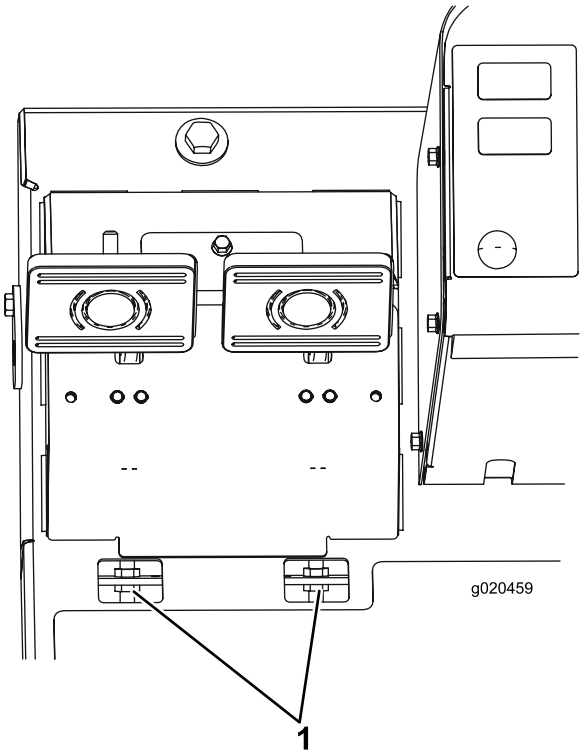

Figuur 68
B. Draai de voorste moer op het draadeinde van de remkabel los (Figuur 68).